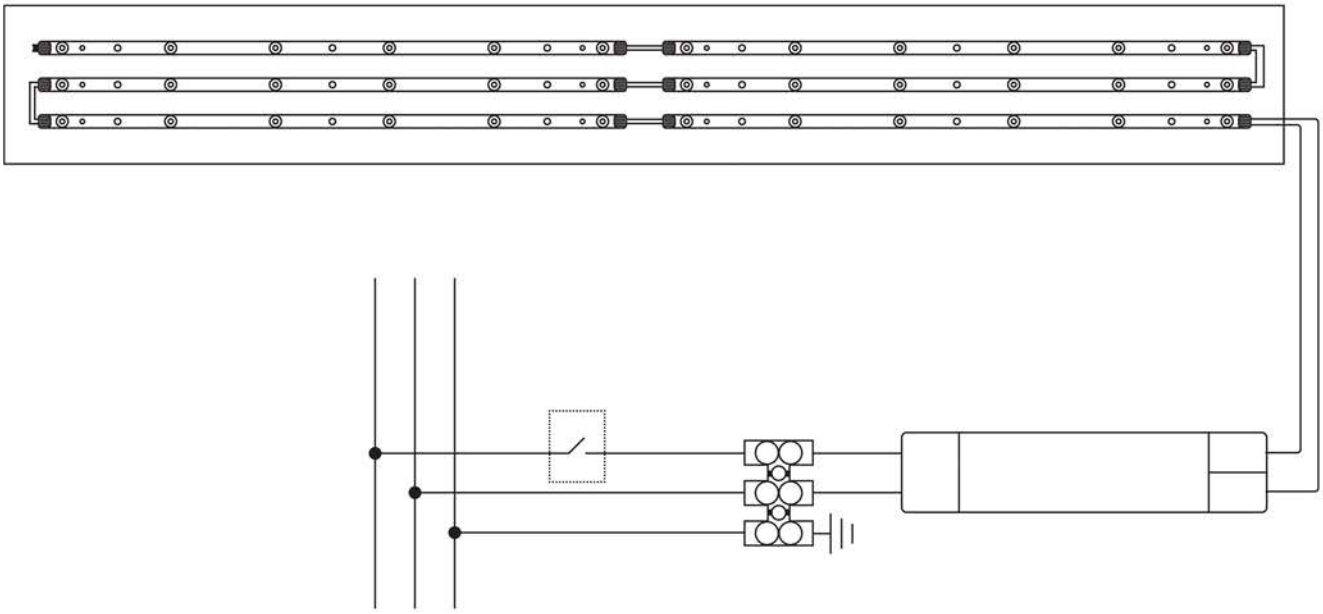

Рис. 1
5.2.1 Подключите выведенный из светильника кабель к электрической сети согласно схеме подключения (см. рисунок 1).